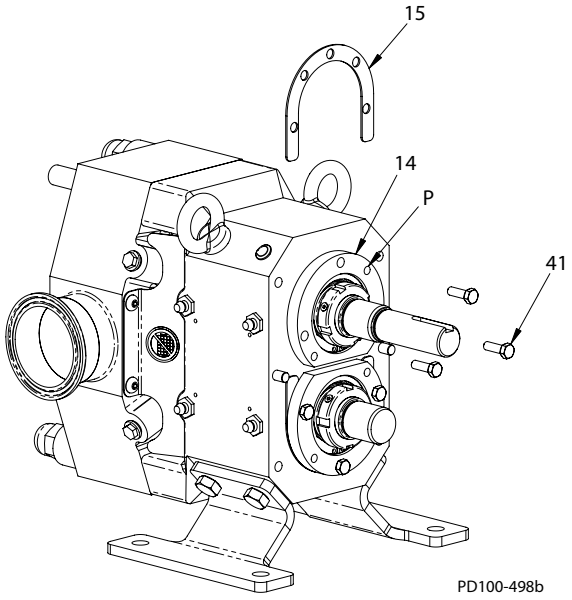

Afbeelding 58 - Opvulstroken installeren
3. Kies een combinatie van opvulstroken (Afbeelding 58, item 15) om een dikte te verkrijgen die zo dicht mogelijk bij de berekende hoeveelheid ligt. Overschrijd de berekende hoeveelheid niet.
4. Verwijder de schroeven van het lagerhuis (Afbeelding 58, item 41), installeer de opvulstroken die in Stap 3 werden gekozen en installeer opnieuw de schroeven. Om de opvulstroken te voorzien van spelen, verplaats de as naar achteren door zachtjes met een houten hamer op de rotor te slaan of door twee schroeven in de hefgaten (item P) van de flens van het lagerhuis (item 14) te steken.